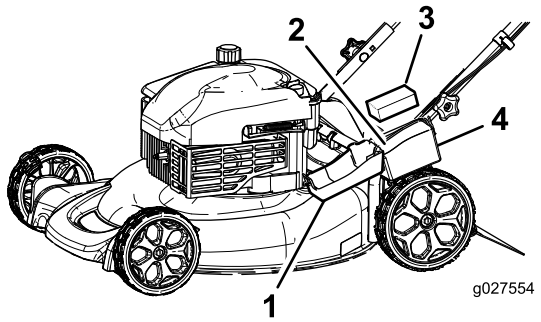

Figuur 27
1. Maak het accudeksel los en verwijder het (Figuur 27).